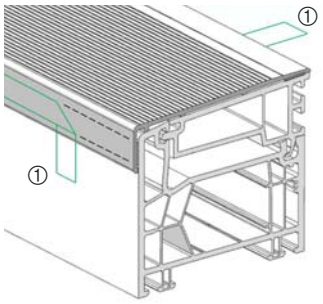

Abb. 1 Positionieren und Klebefolie ① abziehen
- Den Trittschutzwinkel **A441** über den Rahmenüberschlag auf das Abdeckprofil aufsetzen, positionieren und in den Ecken andrücken. Die Folien müssen dabei aufgeklappt, sicht- und greifbar sein (Abb. 1).